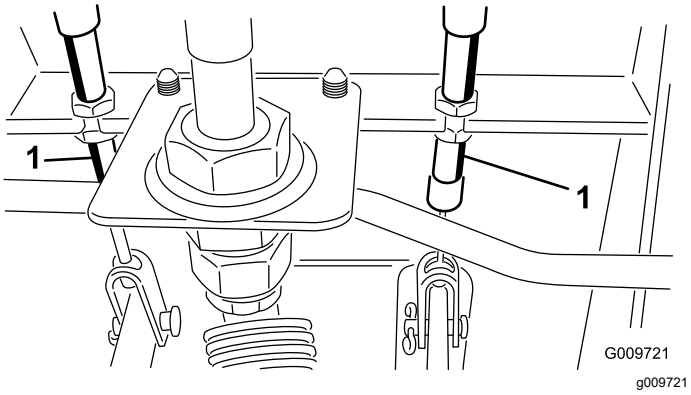

Figur 113
A. Løsne den fremre mutteren på gjengeenden på bremsekabelen (Figur 113).